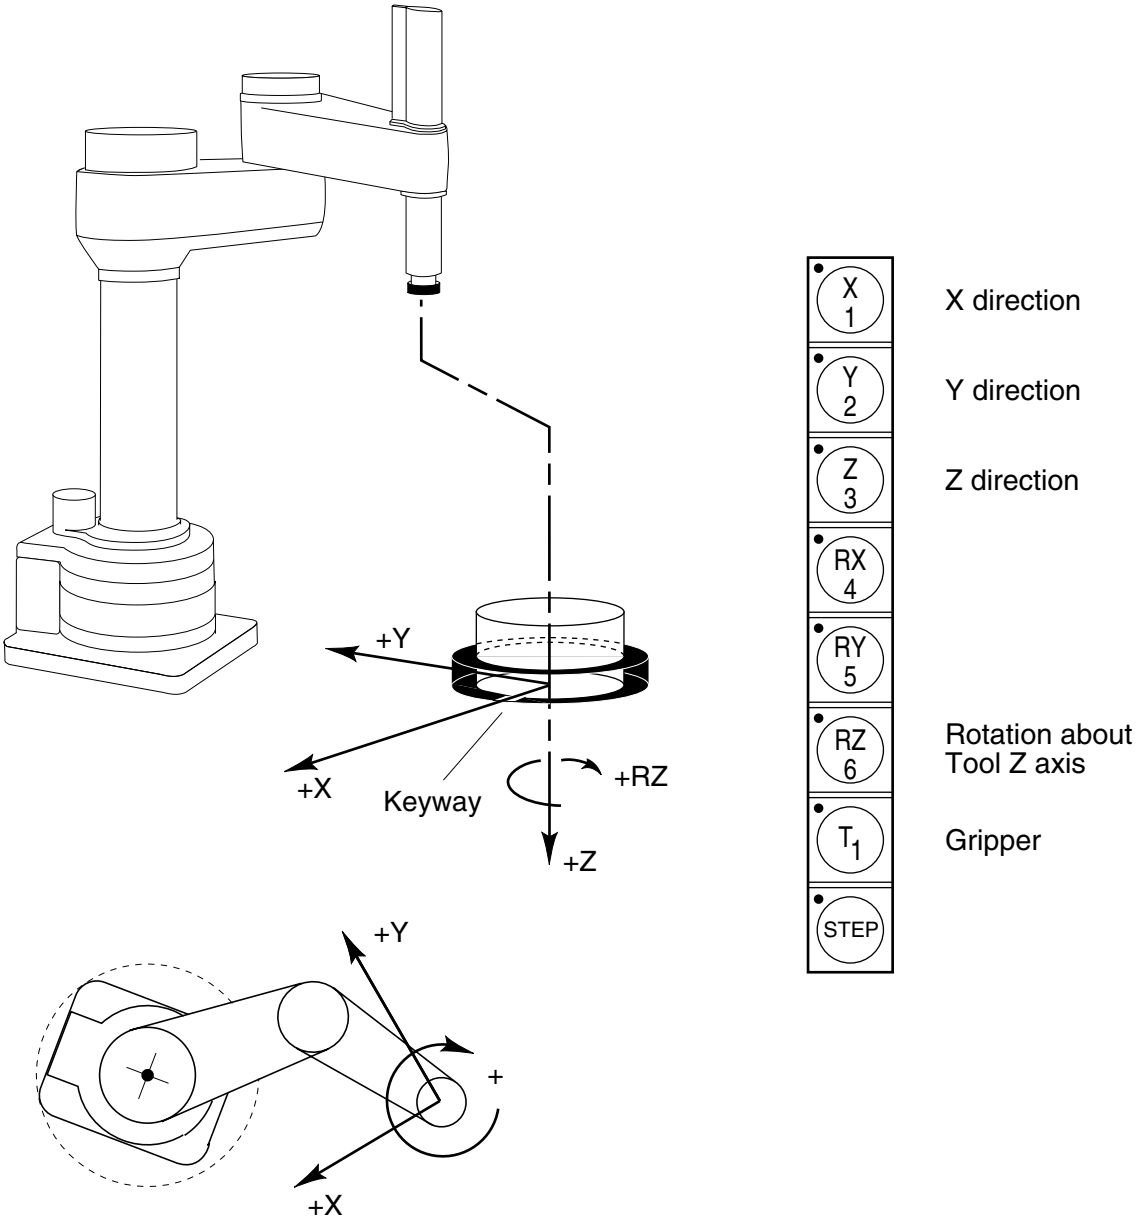
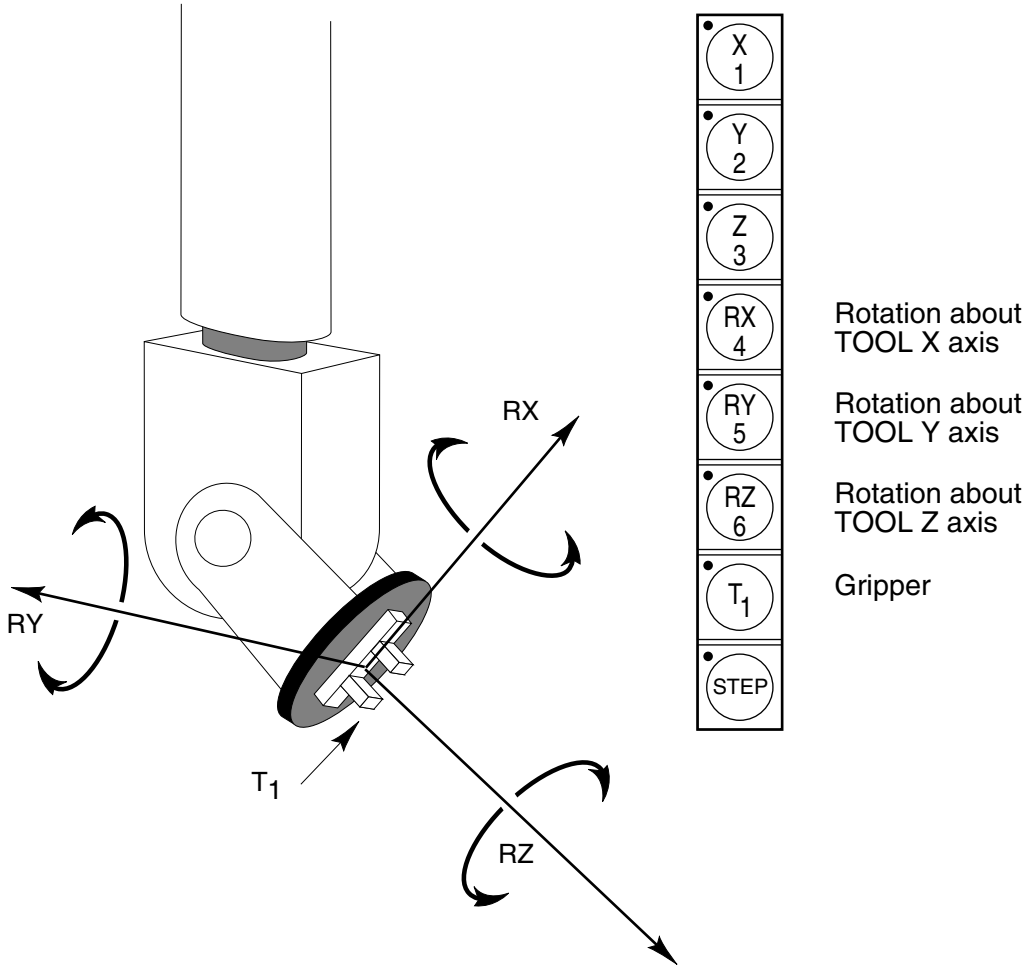

Figure C-15. TOOL State (Four-Axis SCARA)
Figure C-16. TOOL State (Six-Axis Robot)
In a four-axis robot, positive rotation of the gripper (RZ) is clockwise as viewed from above. **Figure C-15 on page 146** shows the tool coordinate system for a four-axis SCARA robot.
Figure C-16 on page 147 shows the Tool coordinate system on a six-axis robot.
> **NOTE:** **Figure C-15** and **Figure C-16** are drawn with the assumption that the TOOL transformation is set to NULL (all values are 0). If a TOOL transformation is in effect, the Tool coordinate system will be offset and rotated by the value of the TOOL transformation. Any motion in Tool state will now be relative to the offset coordinate system, and not the center of the tool flange. See the ***V+ Language Reference Guide*** for details on TOOL transformations.